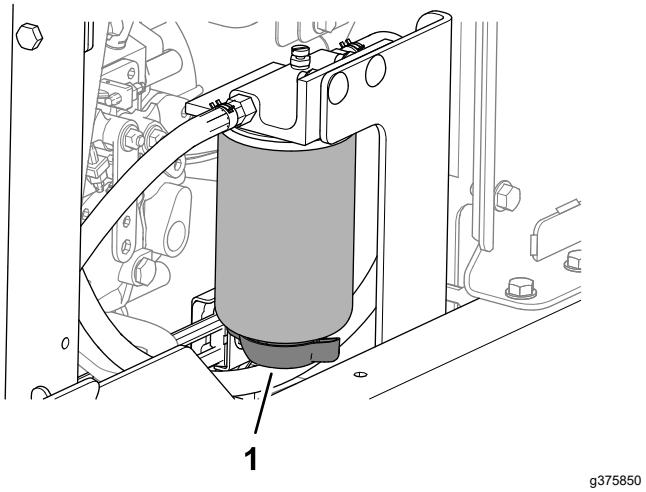

Figur 83
3. Rikta in ett avtappningskärl under avtappningsventilen mot bränsle-/vattenseparatorn (Figur 83).